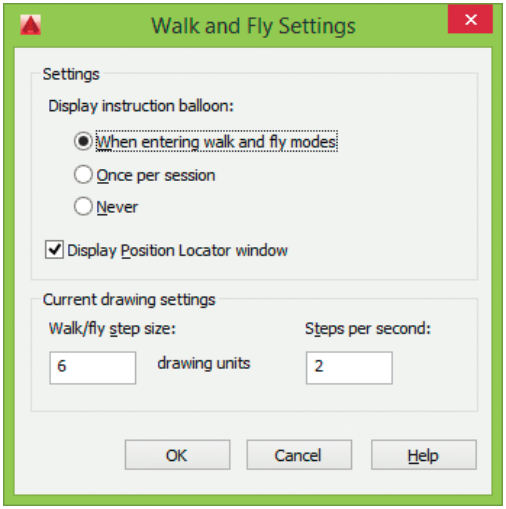

Рис. 3.25. Диалоговое окно установки параметров обхода и облета
- кнопка **Walk and Fly...** – загрузка диалогового окна **Walk and Fly Settings** (рис. 3.25), позволяющего установить параметры навигации обхода и облета: